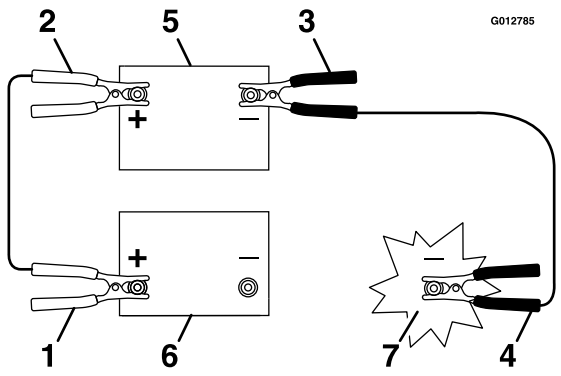

Figur 50
3. Koble den positive (+) kabelen til den positive (+) polen på det utladede batteriet som er koblet til starteren eller solenoiden som vist i Figur 50.